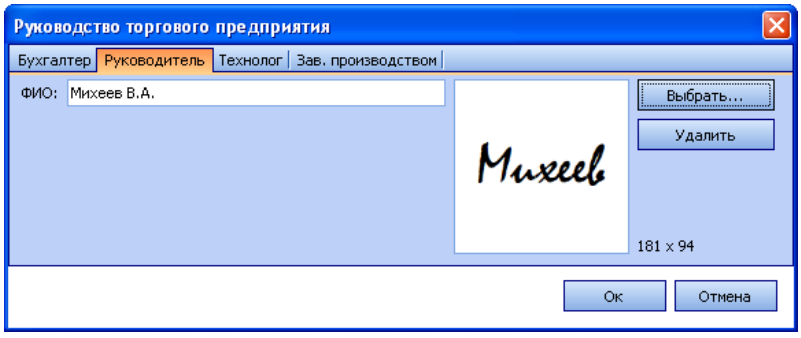

Рисунок 13 Настройка ФИО и факсимиле должностного лица предприятия – Руководитель
2. Нажмите кнопку [...], расположенную справа от поля с нужной должностью. Откроется окно **Руководство торгового предприятия** (см. Рисунок 13).